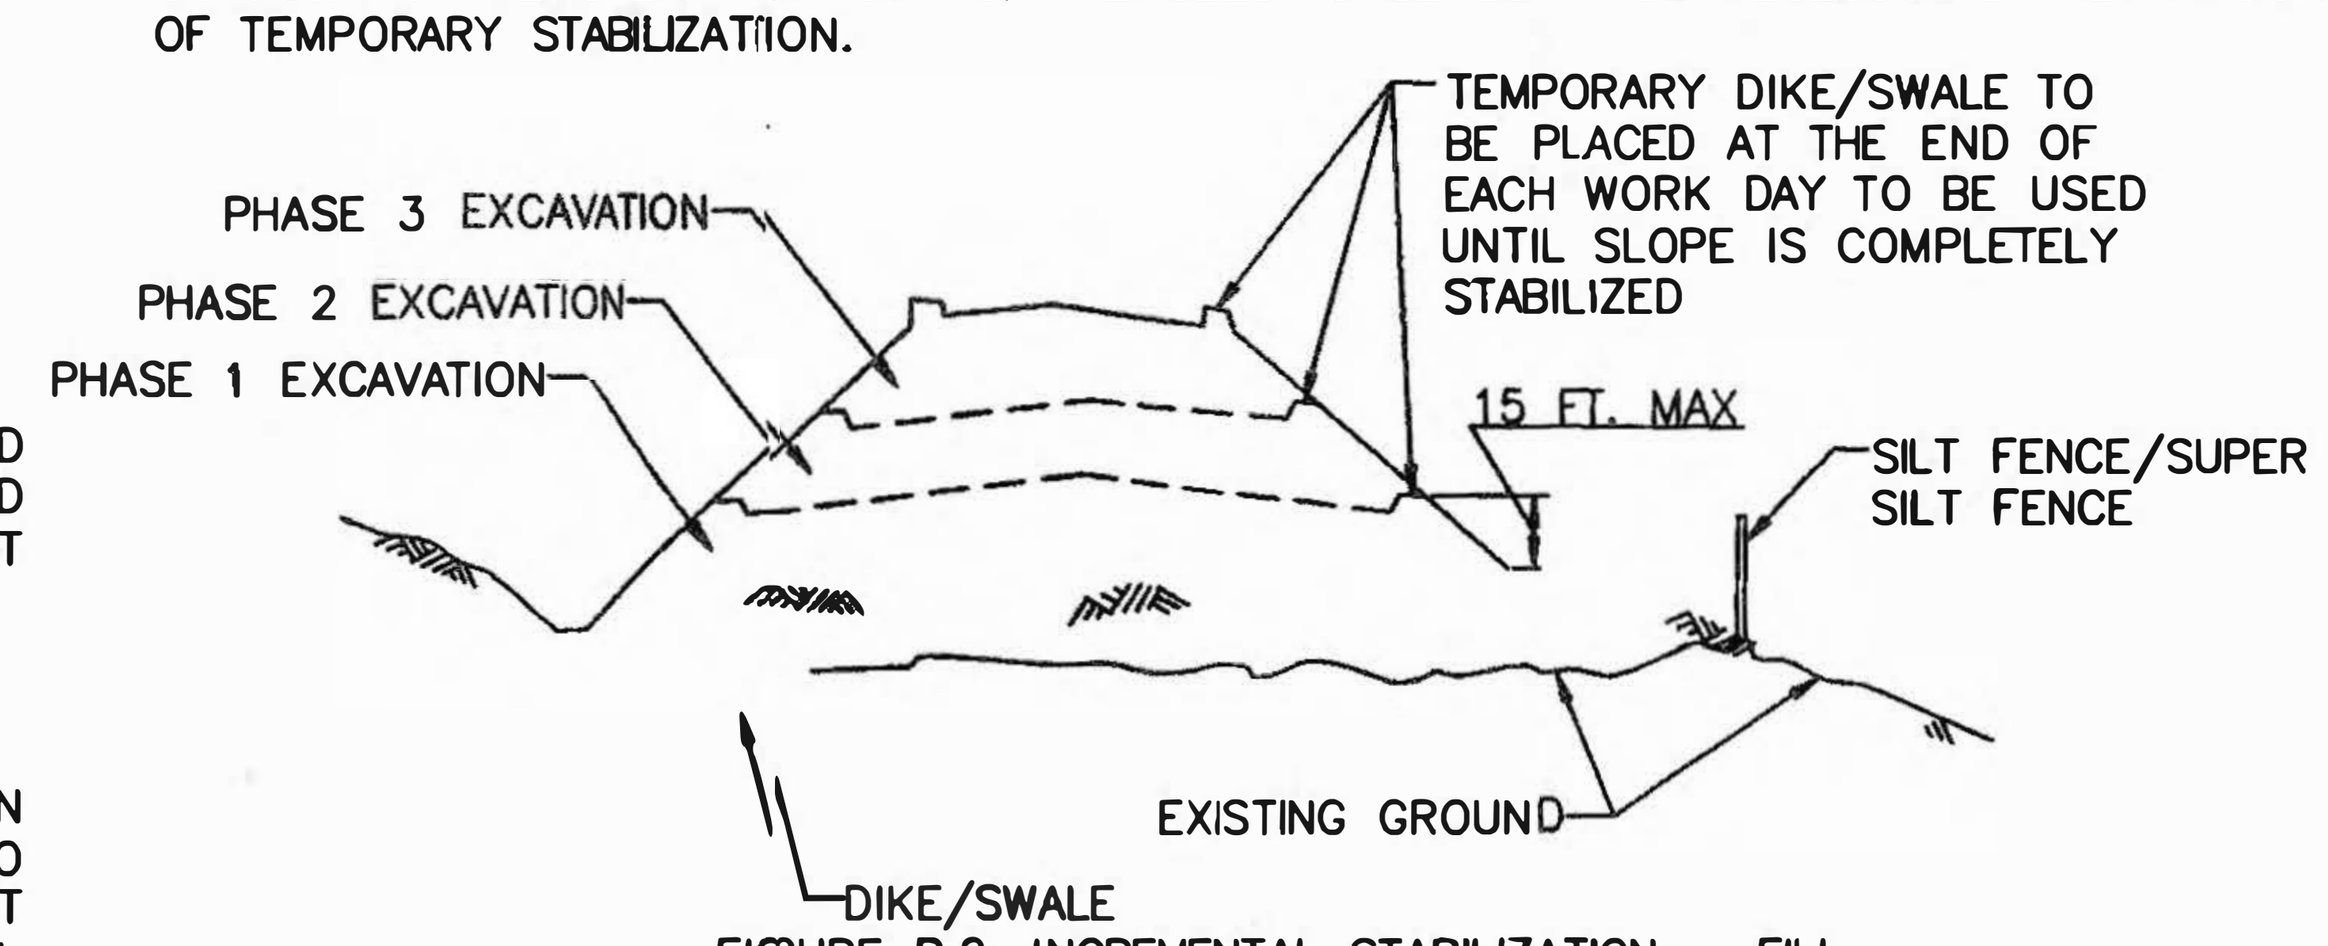

FIGURE B.2: INCREMENTAL STABILIZATION – FILL
D. CONSTRUCTION SEQUENCE EXAMPLE (REFER TO FIGURE B.2):